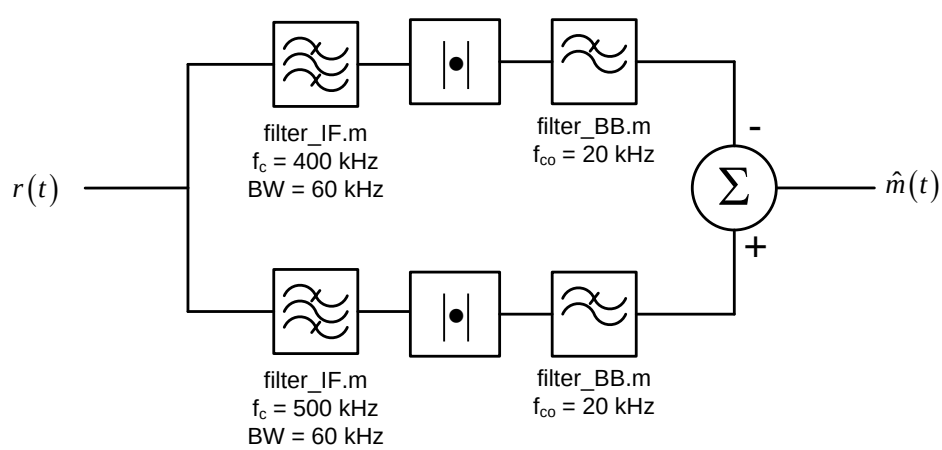

Figure 3: Block diagram of a simple incoherent FSK receiver.
5. Record the noise-free FSK waveform to a Matlab .dat file. Using the block diagram in Figure 3 as a guide, create an incoherent receiver in Matlab to demodulate the FSK Waveform. Generate a plot comparing the original ASK waveform with the recovered bits. Identify the recovered bits on your figure. Include a copy of your plot with your report.